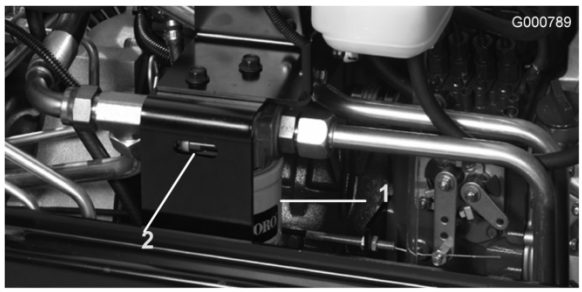

Figura 65
2. Pulite la superficie circostante il filtro. Collocate una bacinella di spurgo sotto il filtro, e togliete il filtro (Figura 65).